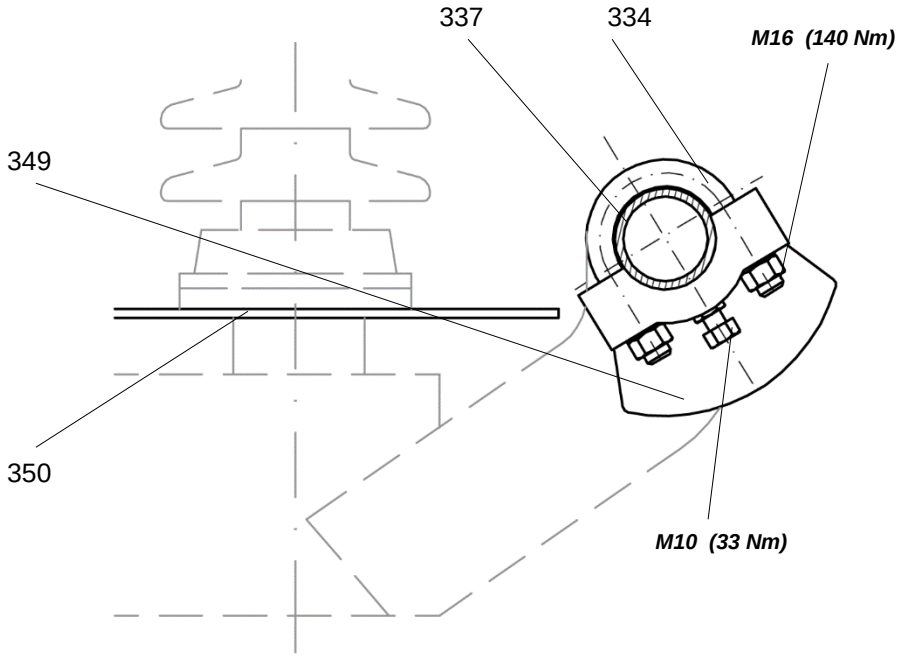
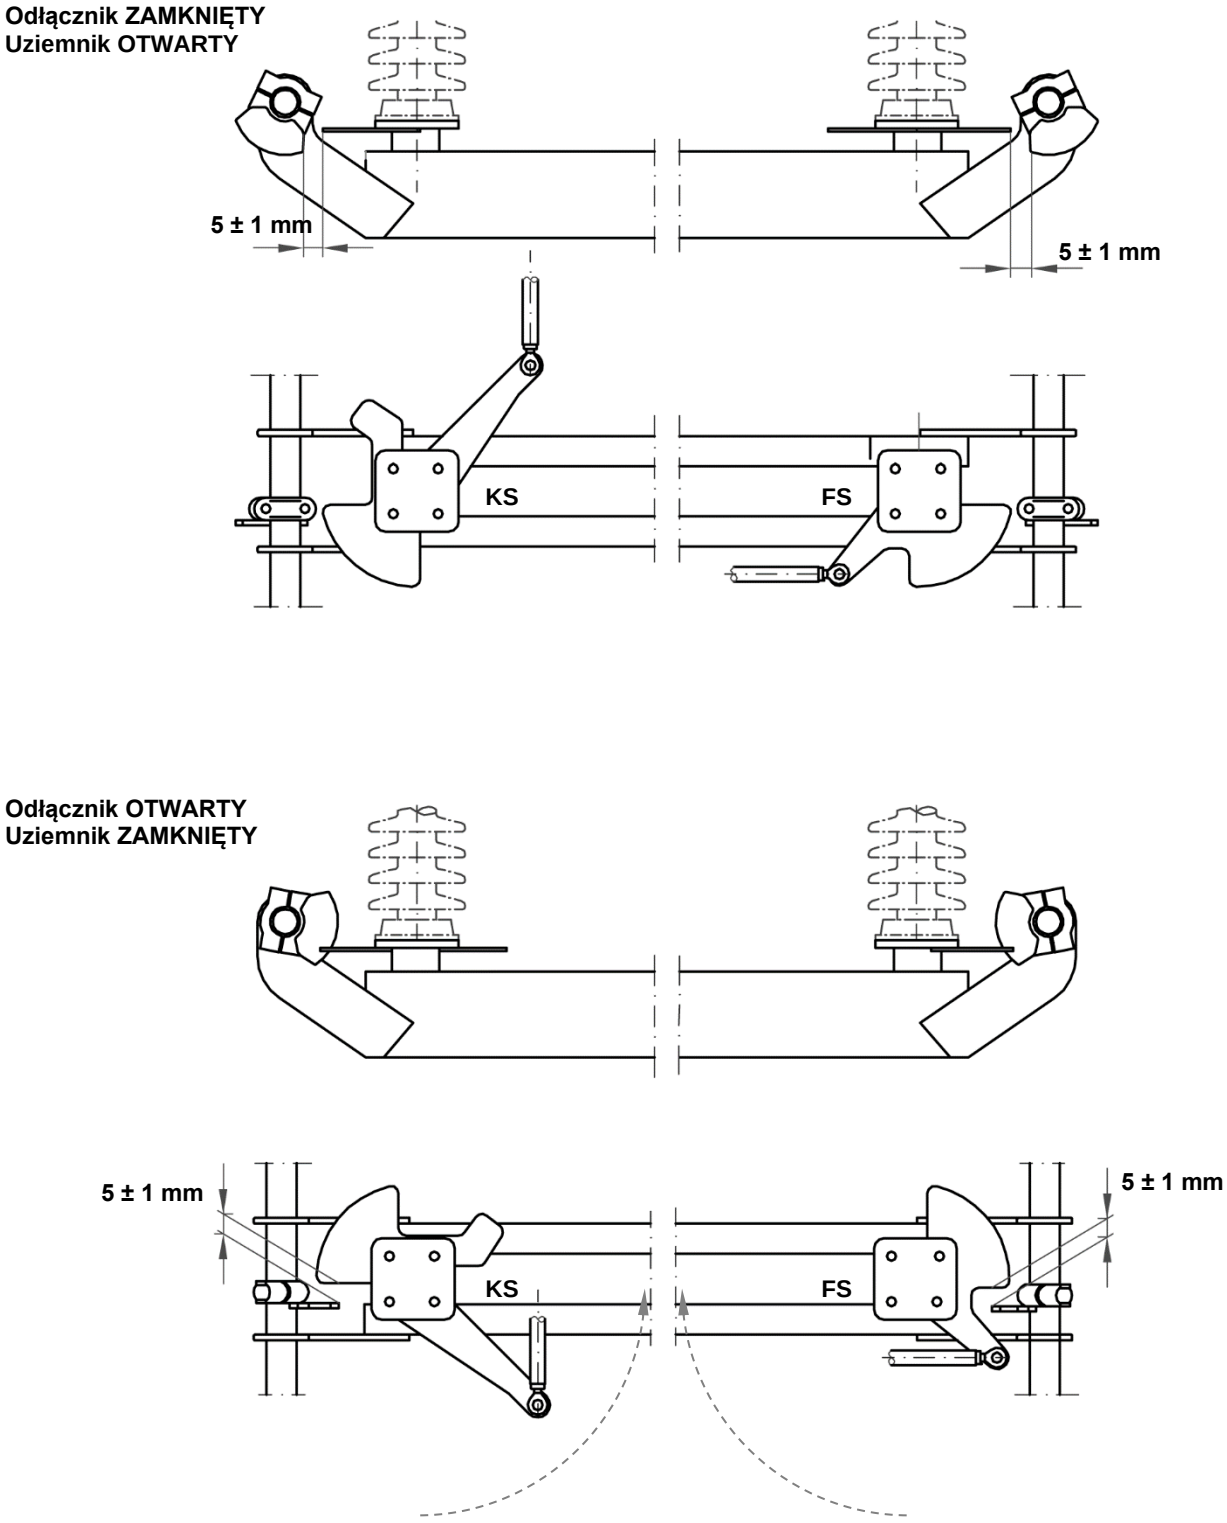

Rysunek 32 Segment blokady mechanicznej
Rysunek 33 Montaż blokady mechanicznej
1. Przy wykorzystaniu zacisku „U” (334) zamontować segment blokady mechanicznej (349) na wale uziemnika (337 lub 73) zarówno w przypadku układu równoległego jak i szeregowego biegunów odłącznika. [Rys. 32]
2. Mając odłącznik w pozycji ZAMKNIĘTEJ a uziemnik w pozycji OTWARTEJ spróbować ręcznie przestawić uziemnik do pozycji ZAMKNIĘTEJ. Blokada mechaniczna powinna zadziałać, uniemożliwiając taką operację. [Rys. 33]
4. Przestawić ręcznie uziemnik do pozycji ZAMKNIĘTEJ, upewniając się czy istnieje odpowiedni luz pomiędzy dźwignią blokującą (350, 351) a wspornikiem wału uziemnika (336)
5. Dokręcić śrubę zabezpieczającą w segmencie blokady mechanicznej (349) i zabezpieczyć przeciwnakrętką [Rys. 32]